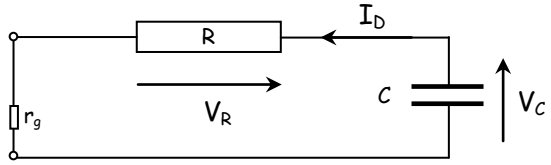

figure : 4
*Seconde demi-période (régime transitoire - figure 4) :*